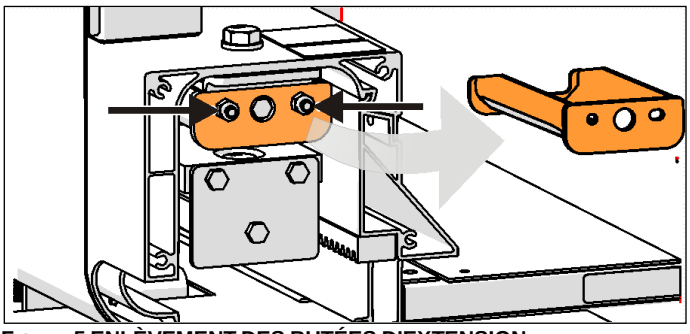

FIGURE 5 ENLÈVEMENT DES BUTÉES D'EXTENSION
5. Enlever les deux écrous qui tiennent la butée d'extension (effectuer des deux côtés). (Figure 5)